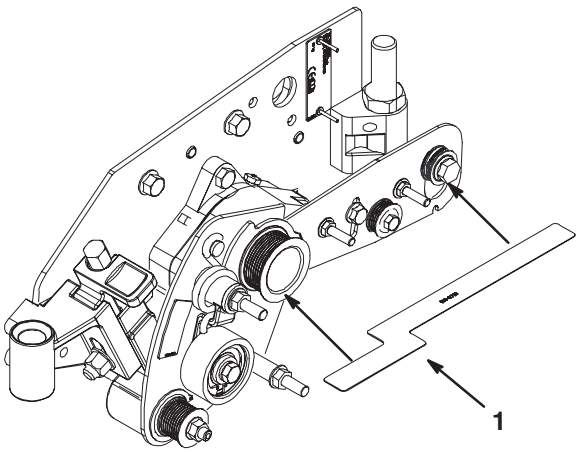

Figure 37
35. Using the alignment tool, (Fig. 37). position the roller brush assembly to align the drive pulley with brush drive and idler pulleys.